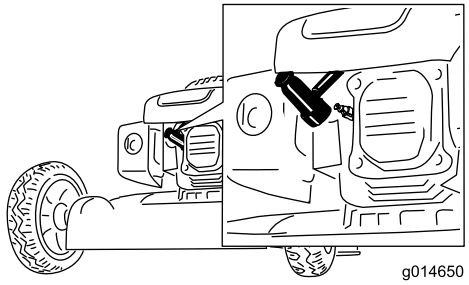

Bild 19
2. Ziehen Sie das Zündkabel von der Zündkerze ab, bevor Sie Wartungsarbeiten ausführen (Bild 19).